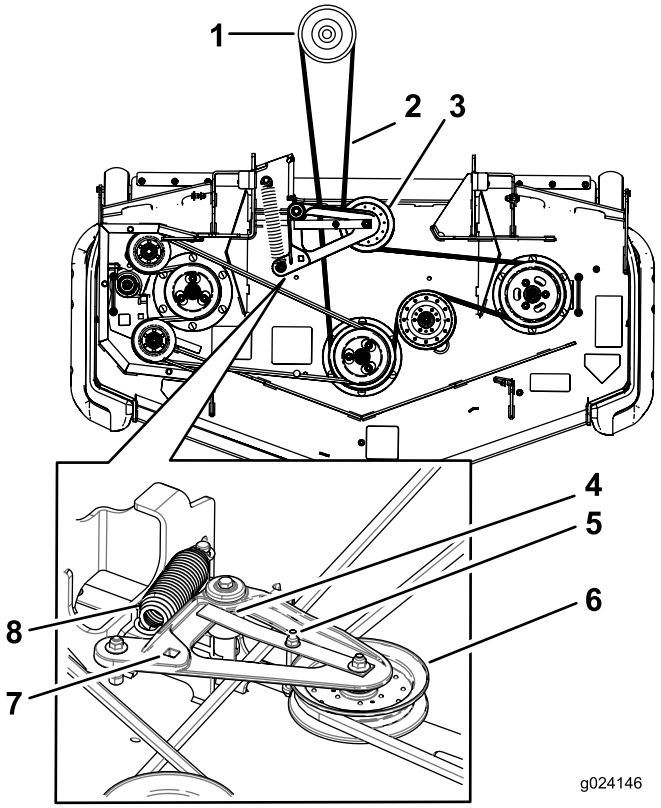

Figur 95
5. Lyft upp fotplattan och för in en spärrhake i det fyrkantiga hålet i däckets mellandrev (Figur 95).
6. Rotera klippdäckets mellandrev medurs, lyft remstyrningsfliken och ta bort klipparremmen från kopplingen (Figur 95).